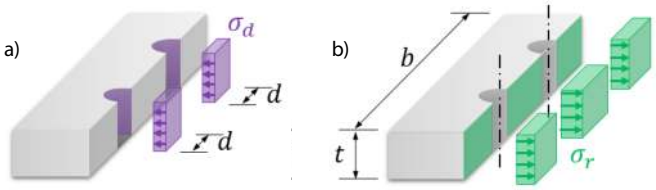

Rys. 4. Naprężenia normalne: a) docisk powierzchniowy trzpienia do blachy, b) rozciąganie blachy w osłabionym otworami przekroju
Rzeczywista powierzchnia docisku jest połową powierzchni bocznej walca, zaś naprężenia normalne mają rozkład nierównomierny. W obliczeniach inżynierskich przyjmuje się ich uśrednioną wielkość, rzutowaną na średnicę trzpienia/otworu d (rys. 4). Wówczas naprężenia można obliczyć ze wzoru (3):
Naprężenia w przekroju netto (rys. 4), osłabionym przez n' otworów, wyznacza się ze wzoru (4):